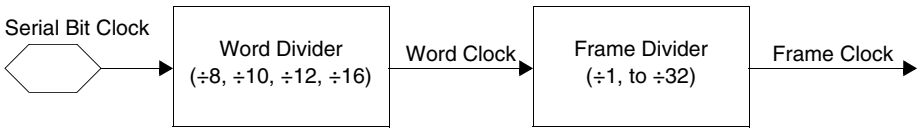
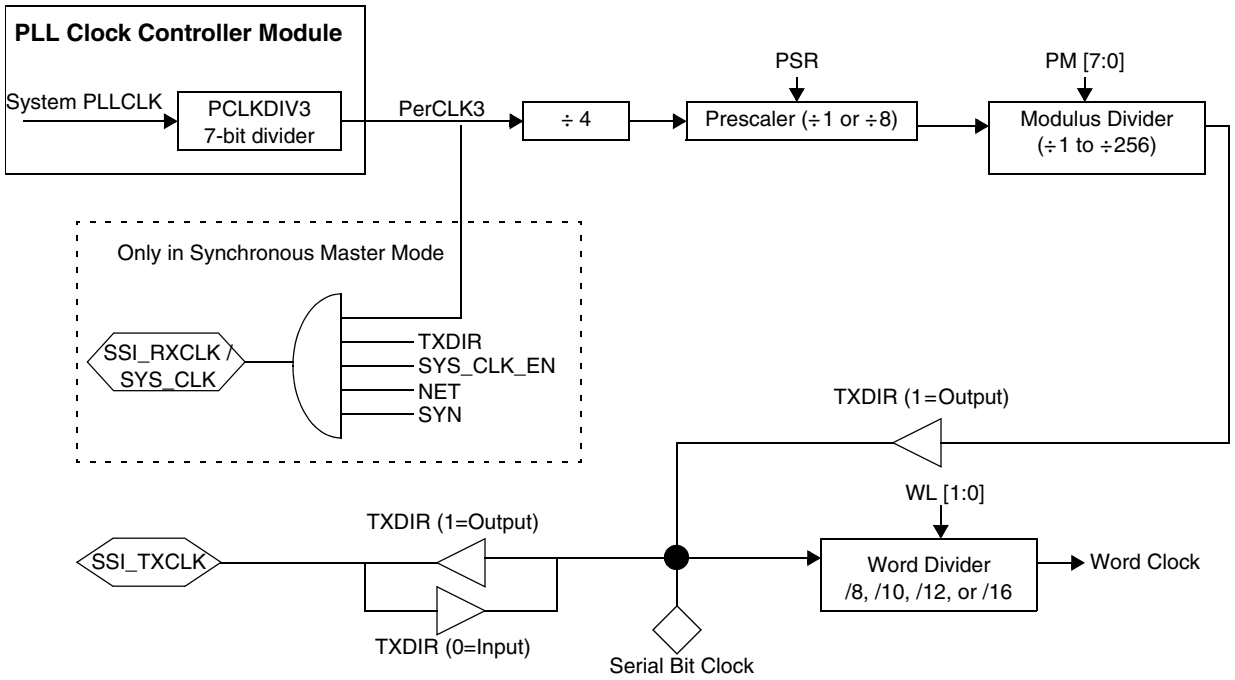

Figure 27-3. SSI Clocking
Figure 27-4. SSI Transmit Clock Generator Block Diagram
In master mode and synchronous mode, the unused SSI_RXCLK pin outputs the serial system clock (SYS_CLK) enabled by the SYS_CLK_EN bit in the SSI Control/Status Register (SCSR). The SYS_CLK (PerCLK3) is the input clock into the SSI module. The SSI Clock Generator uses the word length (WL), prescaler range (PSR), prescaler modulus select (PM), and frame rate divider control (DC) to generate the other clocks from SYS_CLK (PerCLK3). The relationship between the clocks and the dividers is shown in Figure 27-3. A serial bit clock may be received from a SSI clock pin or can be generated internally from the PerCLK3 clock by a series of dividers, as shown in Figure 27-4.
Figure 27-4 on page 27-5 shows a block diagram of the clock generator for the transmit section. Whether the serial bit clock is generated internally or derived from an external source depends on the transmit direction bit in the SSI Transmit Configuration Register (STCR). The receive section contains a similar clock generator circuit. However, for the receiver, because SSI_RXCLK is used for the receive clock, SYS_CLK (PerCLK3) is not made available on any output pins.